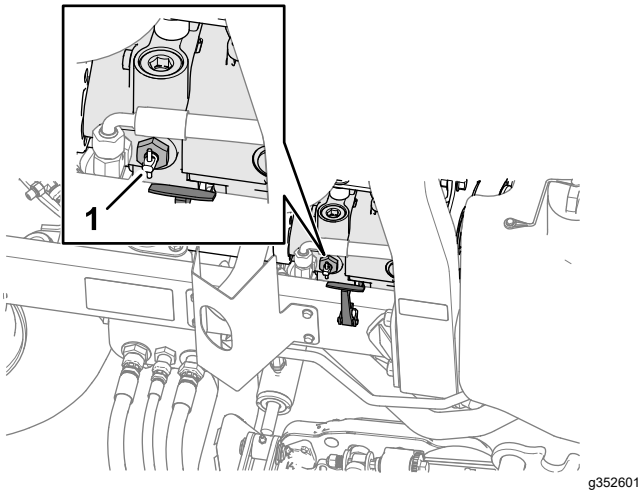

Figur 47
2. Drej pumpens håndtag til omløbsventilen 90° i nærheden af den højre motorhjelmslås (Figur 47).